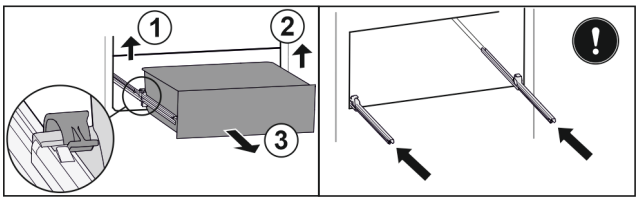

*Fig. 37**
▶ Linke Klemme anheben und gleichzeitig das Schubfach links nach vorne ziehen *Fig. 37 (1)*.*
▶ Rechte Klemme anheben und gleichzeitig das Schubfach rechts nach vorne ziehen *Fig. 37 (2)*.*
▶ Schubfach nach vorne entnehmen *Fig. 37 (3)*.*